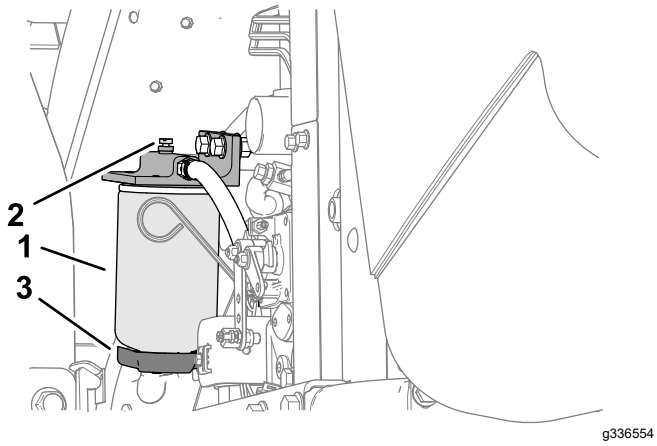

Figur 77
4. Lossa avtappningsventilen i botten på filterskålen (Figur 77).
3. Rengör området där filterskålen ska monteras (Figur 77).